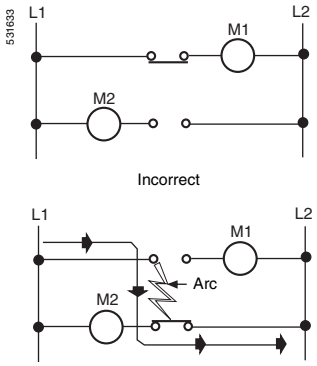
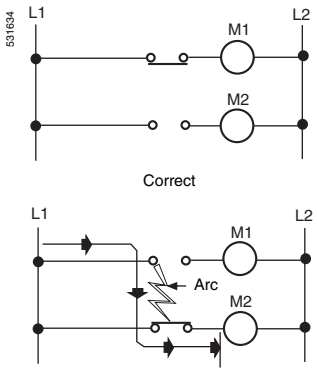

Figure 7—Contacts connected to opposite polarities.
Figure 8—Contacts connected to same polarity. Line to line short cannot occur when contacts operate
- The single pole, double throw contacts of a snap switch used in a limit switch should not be used on opposite polarities. When load M1 is connected between the contact and line L2, and load M2 is connected between the other contact and line L1 (figure 7), a line-to-line short (bold line) can occur through the arc, which may be drawn as the contacts operate. When contacts are connected to the same polarity (figure 8), this line-to-line short cannot occur.